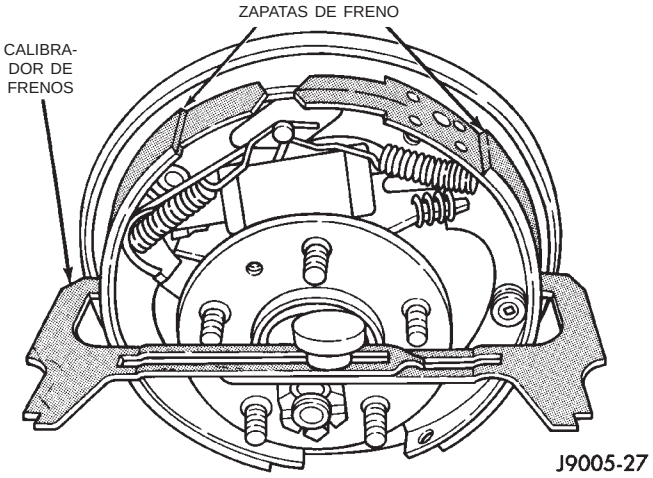

Fig. 59 Ajuste del calibrador en las zapatas
(5) Invierta el calibrador e instálelo en las zapatas de freno. Posicione las patas del calibrador en los centros de las zapatas tal como se muestra en la (Fig. 59). Si el calibrador no encaja bien (demasiado flojo o demasiado apretado), ajuste las zapatas.